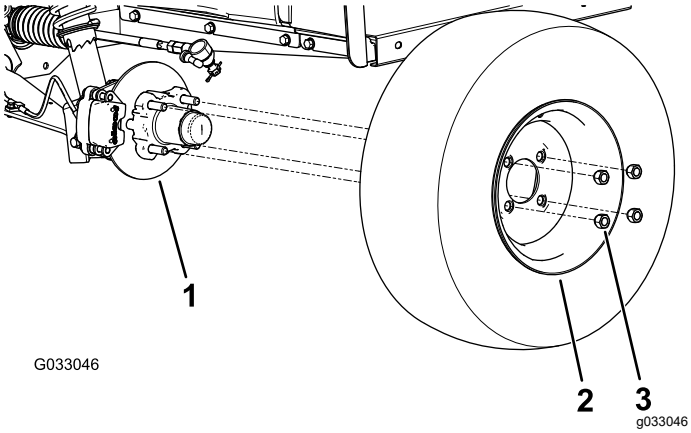

Figur 28
2. Fjern de fire hakemutrene som fester hjulet til navet (Figur 28).
4. Innrett hullene i hjulene med boltene i navet, og monter hjulet til navet med ventilstammen på utsiden (Figur 28).
5. Monter hjulet til navet ved hjelp av hakemutterne (Figur 28).